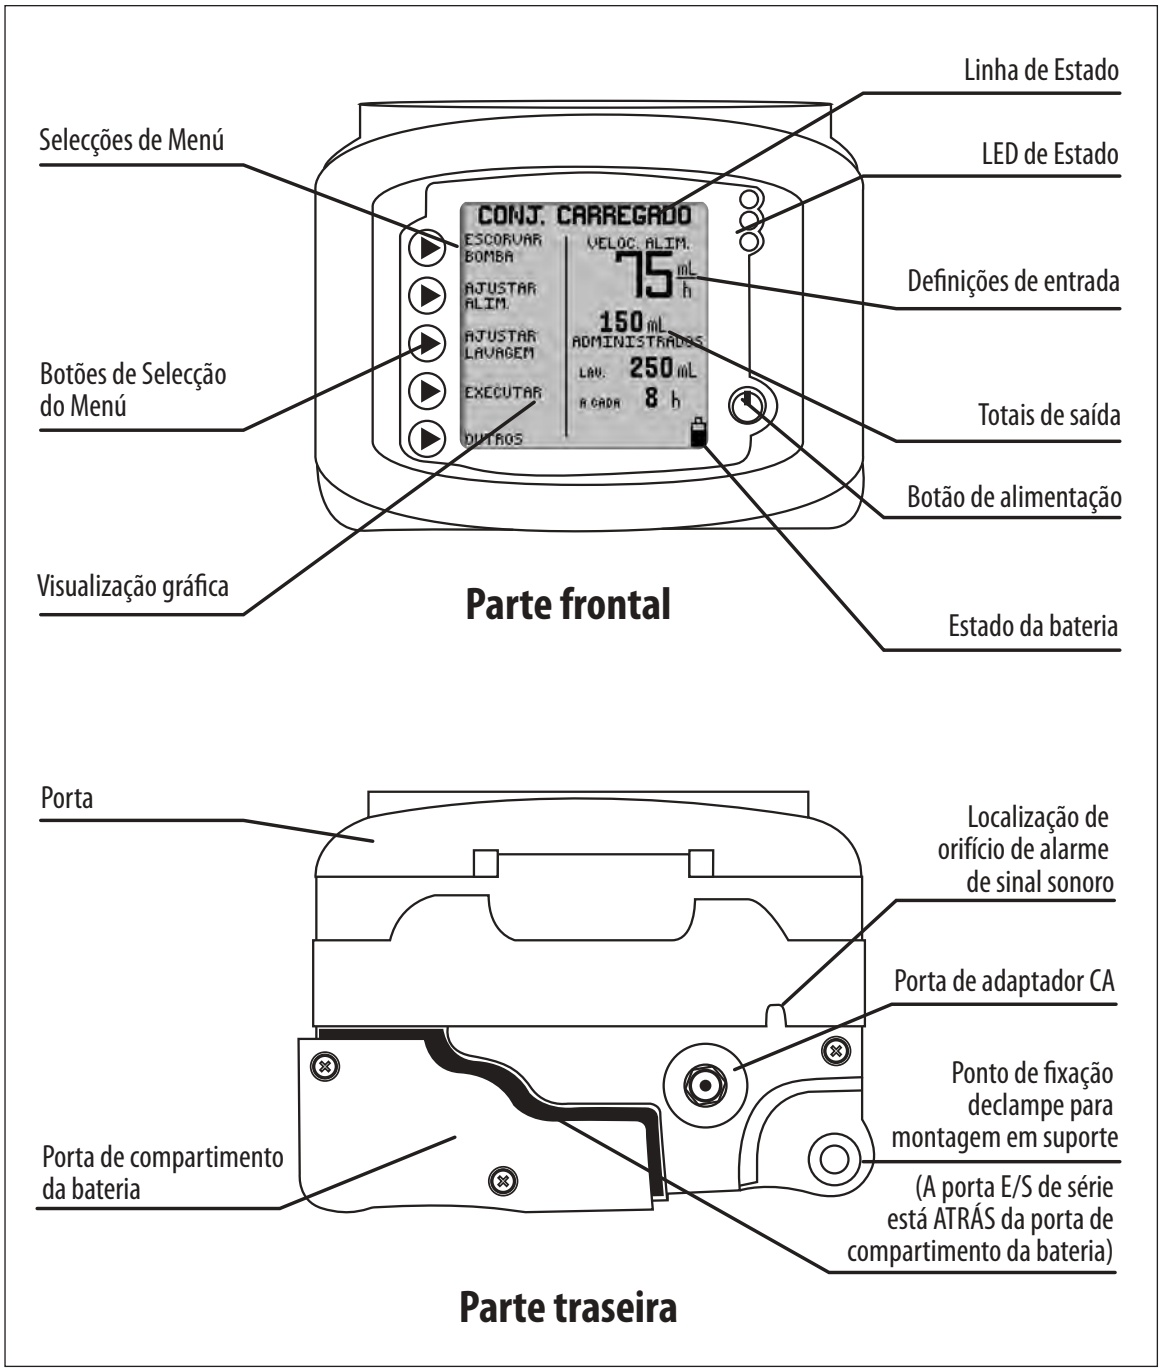

Figura 1A. Caraterísticas da bomba de alimentação e enxaguamento entéricos Kangaroo™ Joey, vistas de frente e de trás.
13. **Advertência:** A porta E/S de série (ver Figura 1A) destina-se apenas a utilização pelo fabricante ou por um técnico de assistência qualificado.
Ligue o adaptador de alimentação CA (número de peça 383491) na porta de adaptador CA na parte de trás de bomba. Consulte a Figura 1A para localizar a porta na bomba.